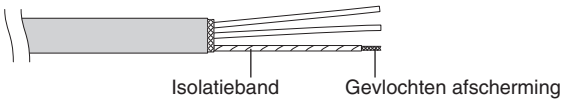

Afb. 4-10
(2) Pluis de gevlochten afscherming voorzichtig uit elkaar en draai de draadjes netjes in elkaar. Isoleer de afgeschermde draden met een isolatiebuisje of met isolatieband. (Afb. 4-10)